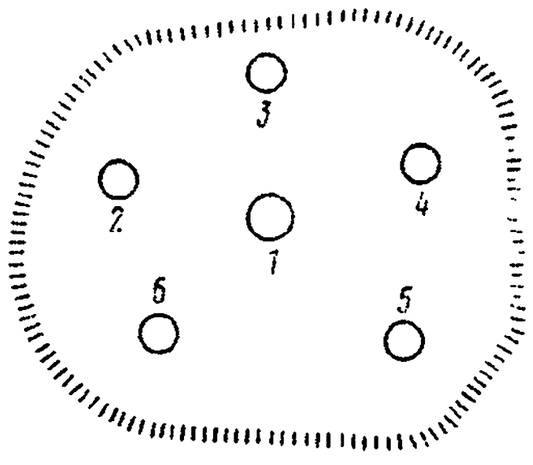

Рис. 379. Последовательность нагрева при стягивании
3) повторите операцию нагрева и осаживания растянутого металла в последовательности, указанной на рис. 379, постепенно приближаясь к краям до получения ровной поверхности листа.